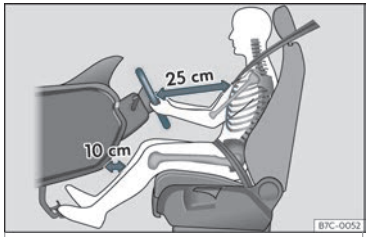

Abb. 2 Der richtige Abstand des Fahrers zum Lenkrad muss mindestens 25 cm (10 inch) betragen.
- Lenkrad so einstellen, dass der Abstand zwischen Lenkrad und Brustbein mindestens 25 cm (10 Zoll) beträgt››› **Abb. 2** und das Lenkrad mit beiden Händen und leicht gebeugten Armen seitlich am äußeren Rand festgehalten werden kann.
- Fahrersitz in Längsrichtung so einstellen, dass die Pedale mit leicht angewinkelten Beinen durchgetreten werden können und der Abstand zur Instrumententafel im Kniebereich mindestens 10 cm (4 Zoll) beträgt ››› **Abb. 2**.